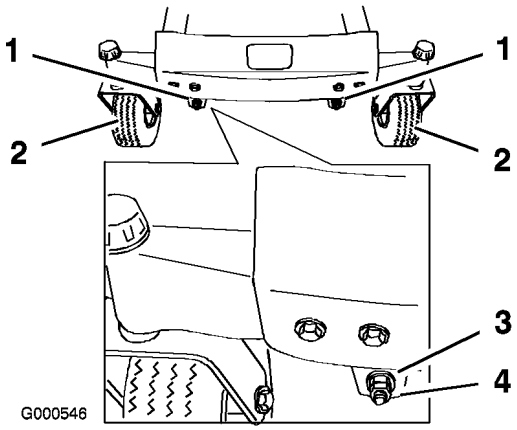
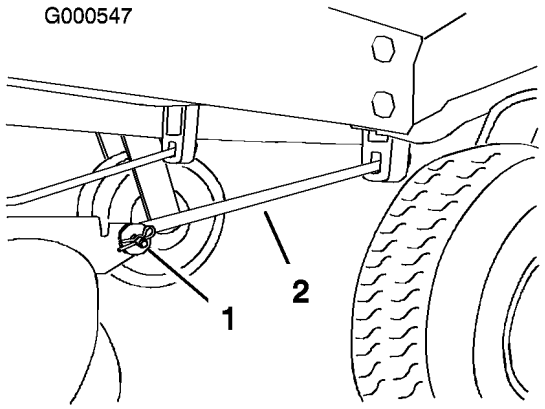

Figure 45
Figure 46
11. Pour régler l'inclinaison avant/arrière des lames, retirez les contre-écrous et tournez les écrous de réglage à l'avant du plateau de coupe (Figure 45).
13. Après avoir réglé uniformément les écrous, contrôlez de nouveau l'inclinaison avant/arrière. Poursuivez le réglage des écrous jusqu'à ce que la pointe avant de la lame soit de 1,6 à 7,9 mm plus basse que la pointe arrière (Figure 45).
Remarque: Après avoir réglé les écrous de réglage, vérifiez qu'aucune des tiges de support ne présente de jeu (Figure 46). Serrez l'une ou l'autre pour supprimer le jeu (Figure 45).
4. Retirez la goupille fendue et l'axe de chape de la tige de support avant de chaque côté du plateau de coupe (Figure 46).
7. Fixez les tiges de support avant à la machine à l'aide des axes de chape et des goupilles fendues (Figure 46).